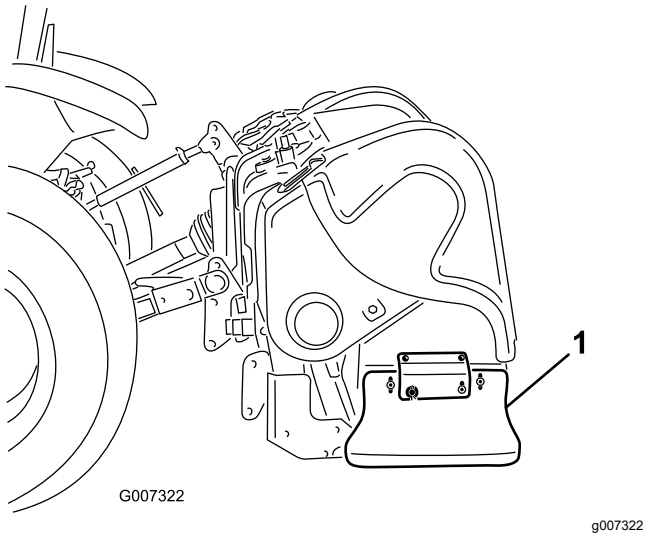

Figur 40
1. Lossa bultarna och muttrarna som håller fast sidoskydden på ramen (Figur 40).